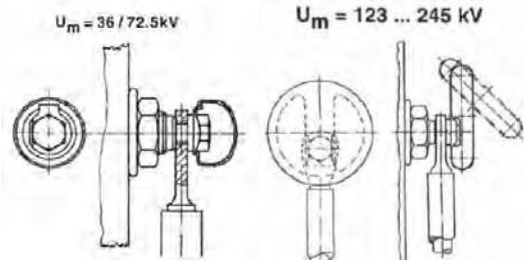

Рис. 18. Болты с колпачками
(6) Подготовьте болты М10, экранирующие колпачки и другие детали, соединяющие провода с баком контактора, закрепите провода избирателя на соответствующих выходных контактах контактора и закройте колпачки (рис. 18).